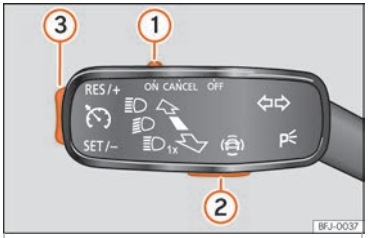
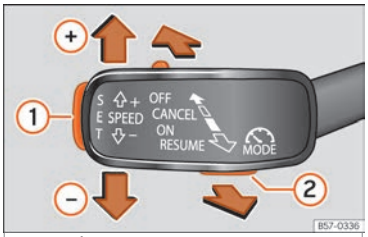

Fig. 154 No manípulo dos indicadores de mudança de direção: botões para utilizar o limitador de velocidade.
Fig. 155 À esquerda da coluna de direção: botões para utilizar o limitador de velocidade.
››› **Fig. 154** ② ou ››› **Fig. 155** ②, a seguir, selecione mediante a rodinha direita do volante multifunções no menu do painel de instrumentos e pressione a rodinha para confirmar a seleção.
- Desloque o comando ››› **Fig. 154** (1) para a posição **ON** e pressione a tecla (2). Em seguida, selecione o limitador através da rodinha direita do volante multifunções no menu do painel de instrumentos[1)].
- Durante a velocidade, pressione o botão ››› **Fig. 154** (3) na zona **SET/–**.
Pode ajustar-se a velocidade com o botão ››› **Fig. 154** (3):
• Desloque o comando ››› Fig. 154 ① para a posição **OFF**.
Se deseja desativar temporariamente o limitador de velocidade, p. ex., para ultrapassar, desloque o comando ››› Fig. 154 ① para a posição **CANCEL** ou pressione o botão ②.
Depois da ultrapassagem, o limitador de velocidade pode ativar-se com a velocidade programada anteriormente pressionando o botão ››› Fig. 154 ③ na zona **RES/+**.
• Desloque a alavanca na direção do volante para a posição **ON** e pressione o botão ››› Fig. 155 ②.
• Durante a circulação, pressione a tecla **SET** ››› Fig. 155 ①.
• Pressione o botão **SET** ››› Fig. 155 ① para reduzir a velocidade em passos pequenos de 1 km/h (1 mph).
Se deseja desativar temporariamente o limitador de velocidade, por ex., para ultrapassar, desloque a alavanca para o ponto de pressão **CANCEL** ou pressione o botão ››› Fig. 155 ②.